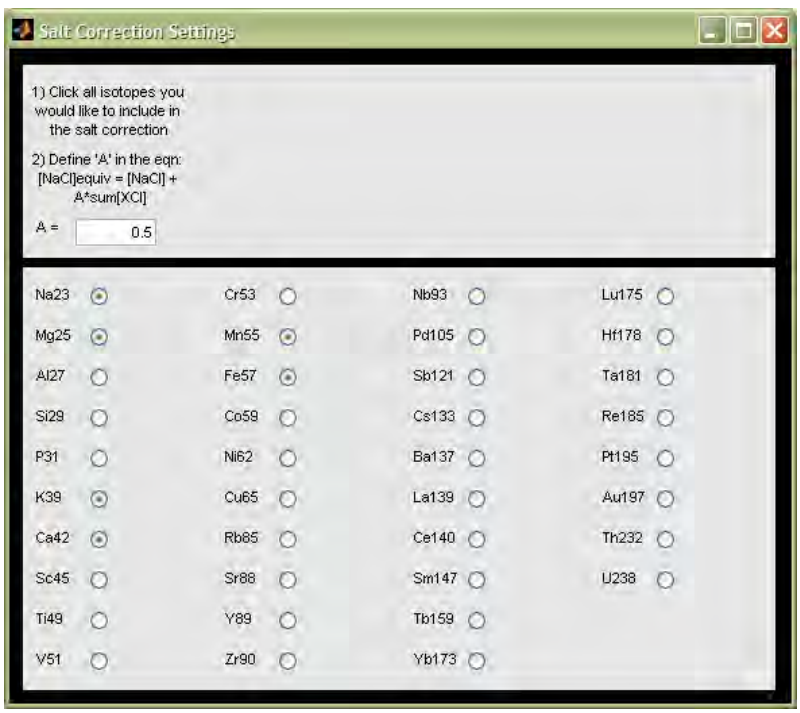

Fig. 19: Salt Correction Settings
a. A separate window will appear (Fig. 19):